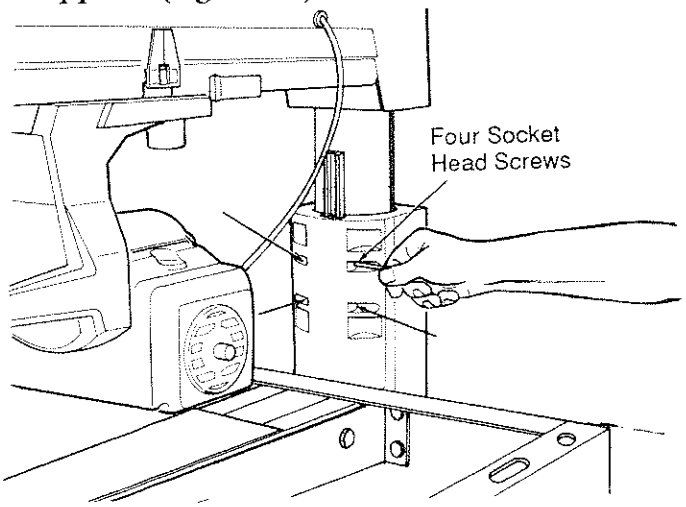

Fig. 35
1. Use a *3/16" hex "L" wrench* to loosen the four screws in the front of the *column support.* (Figure 35)